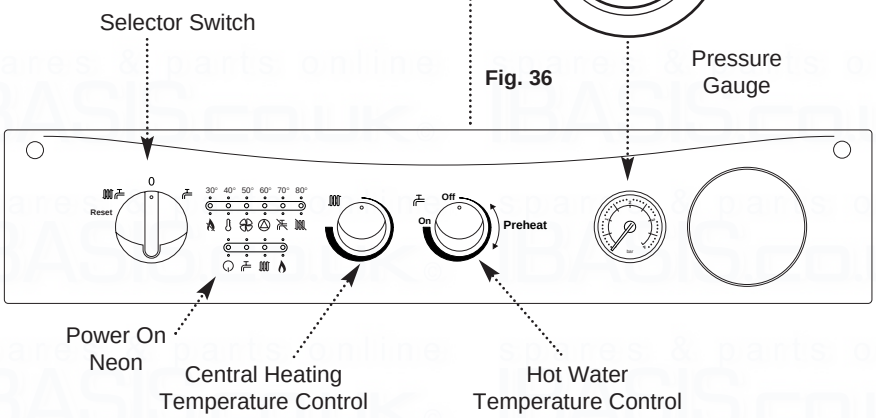

Fig. 37
2. Set the temperature control to maximum and the selector switch to the OFF position (Fig. 37).
6. Turn the selector switch to the Central Heating and Domestic Hot Water position ( ). The power ON neon ( ) will illuminate (Fig. 37).